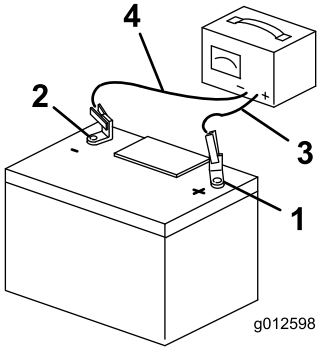

Figure 54
3. Quand la batterie est chargée au maximum, débranchez le chargeur de la prise, puis débranchez les fils du chargeur des bornes de la batterie (Figure 54).